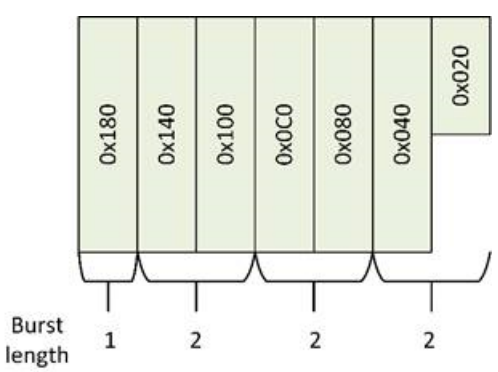

Figure 8.21: Posted Request split – burst length limited to 2
- AXI Manager write burst length limit (*Figure 8.21*),